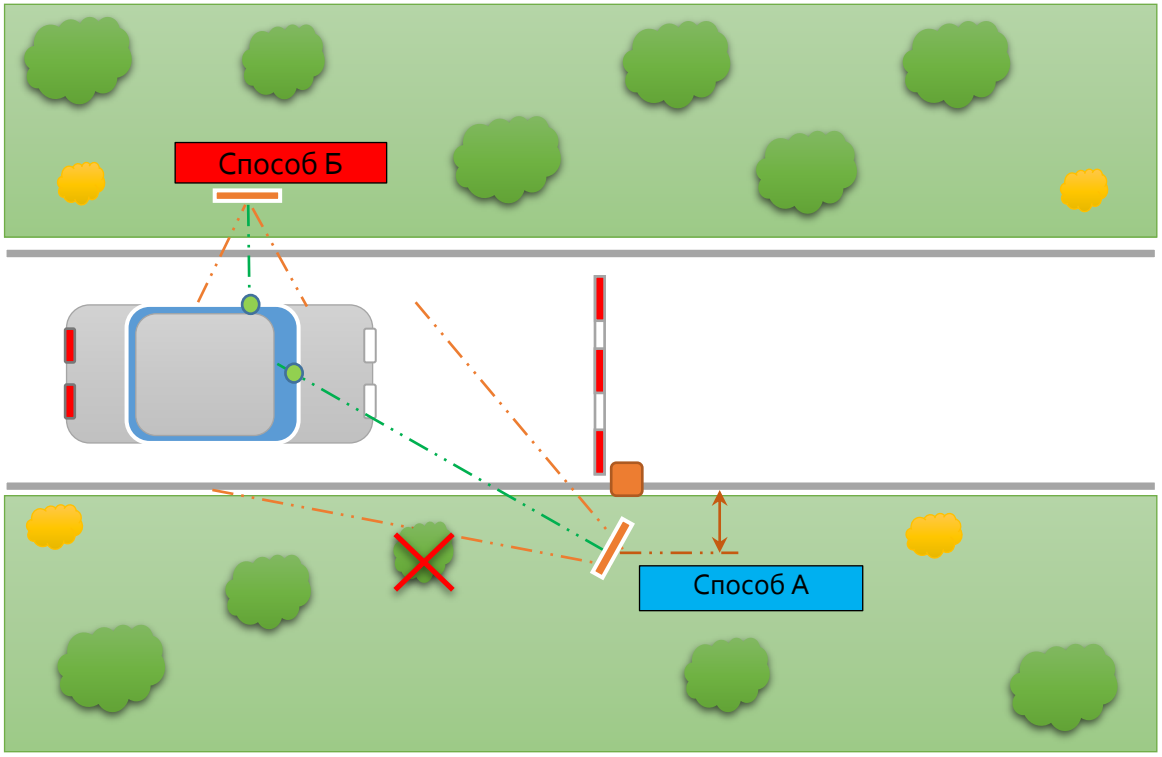

Рисунок 1. Способ размещения антенн у проезжей части.
1. Способ размещения антенн (см. **рисунок 1**):
4. Наличие или отсутствие препятствий между RFID-меткой и антенной (см. рисунок 1).